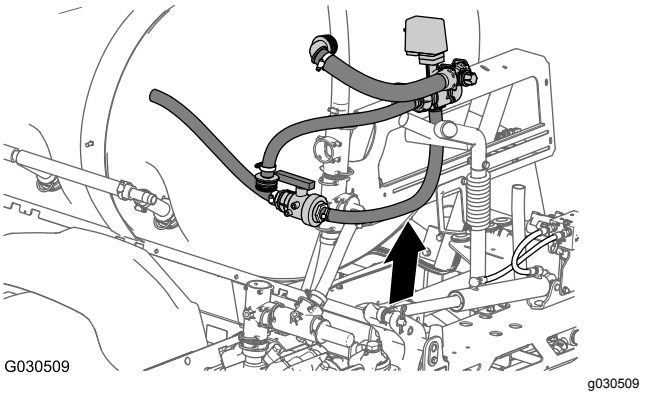

Figur 69
8. Ta bort omrörningsventilen (och överströmningsventilen), kulventilen och slangarna som sitter fast på maskinens ventiler (Figur 69).